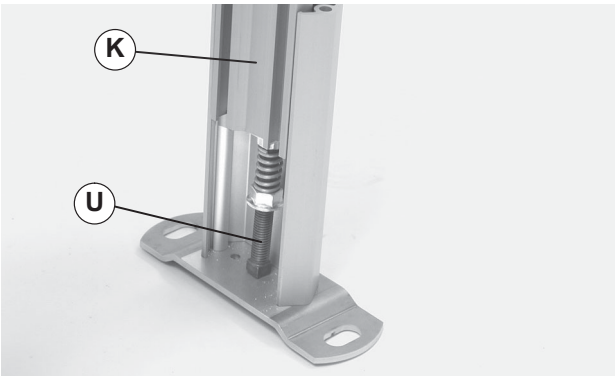

Figure 16
2. Raise stand leg (Figure 16, item K) until it is above fine adjustment bolt assembly (U). Insert fine adjustment kit (U) into stand leg (K).